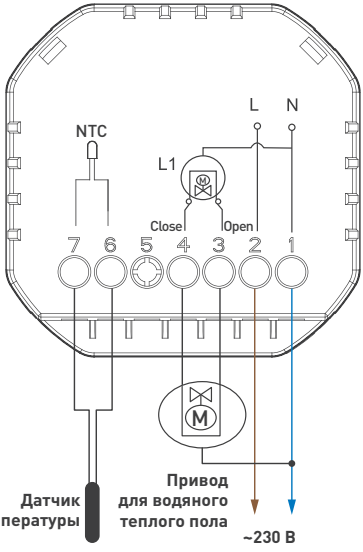

Рис. 4. Схема подключения терморегулятора
3.4. Подключите терморегулятор в соответствии со схемой на рис. 4.
Неправильное подключение или обрыв проводов	Проверьте надежность подключения проводов (см. рис. 4)